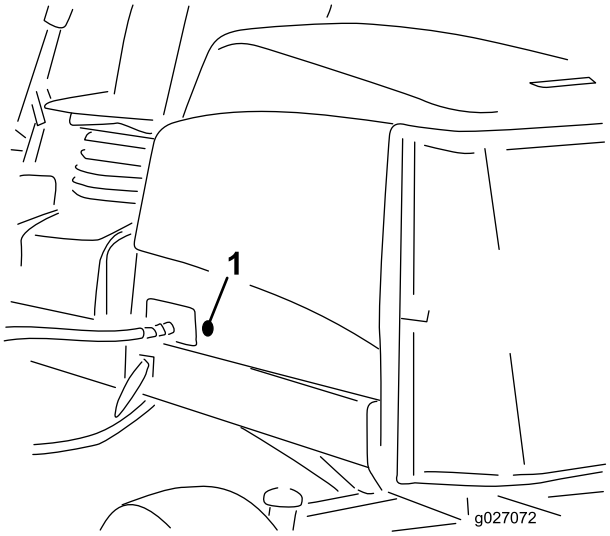

Figur 17
2. Ta bort den gummihylsa som sitter i hålet på motorhuvens vänstra sida (Figur 17).